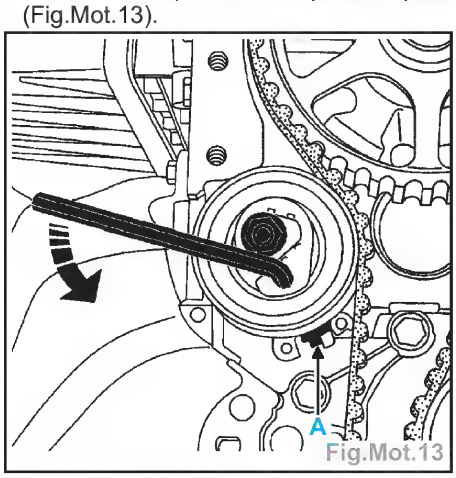

Fig.Mot.13
- A l'aide d'une clé six pans de 6 mm, amener l'index mobile (A) du galet tendeur dans la position indiquée ci-après (Fig.Mot.13).